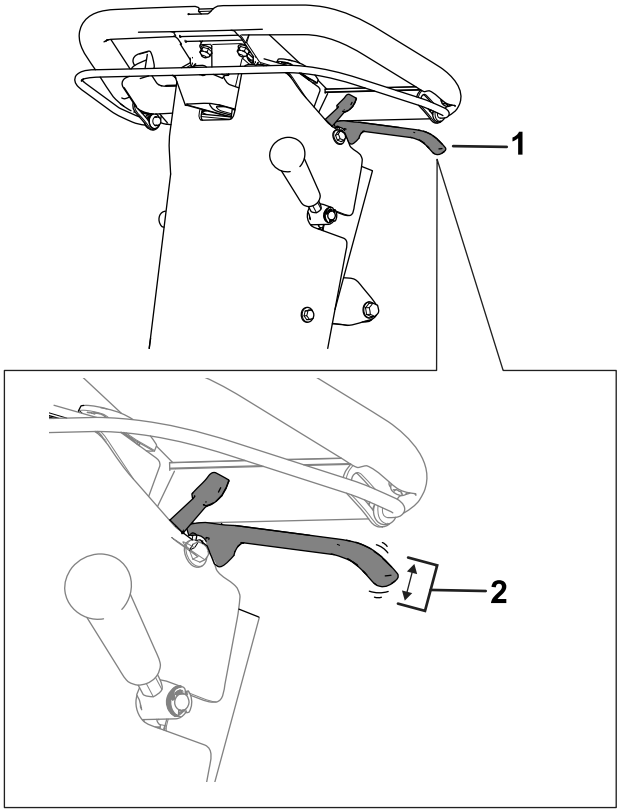

Figur 36
2. Mål frigangen ved enden av håndtaket på parkeringsbremsen (Figur 36).